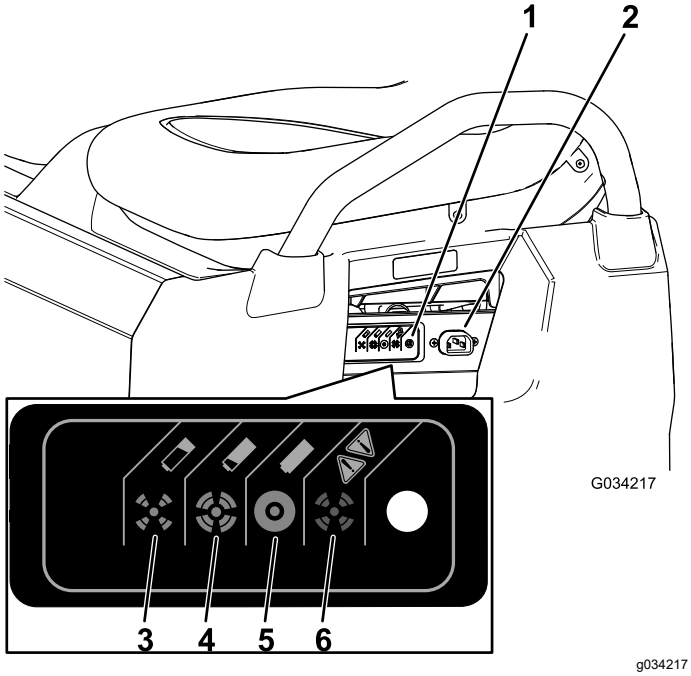

**Figuur 35**
3. Sluit een **laadsnoer van minstens 1,6 mm dik (16 gauge) en met een lengte van 2,5 m of minder** aan op het oplaadcontact van de machine (Figuur 35).
Raadpleeg de volgende tabel en Figuur 35 om de betekenis te achterhalen van de diverse kleuren van het laadstatuslicht.